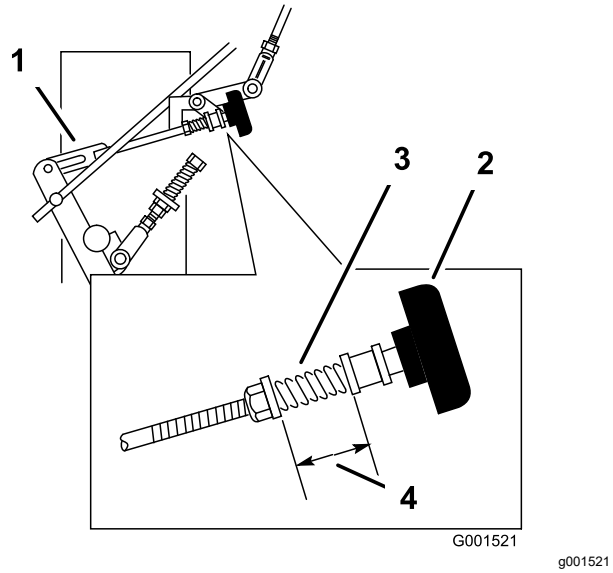

Figuur 35
3. Stel het mechanisme aan de rechterzijde af door de snelspoorknop linksom te draaien tot de band naar voren gaat draaien (Figuur 35).
rechterwiel niet langer naar voren draait (Figuur 35).
6. De veer die de spanning op de knop zet hoeft normaal niet te worden ingesteld. Als instelling wel nodig is, stel de lengte van de veer dan in op 26 mm tussen de onderlegringen (Figuur 35).
7. Stel de lengte van de veer in door de moer aan de voorkant van de veer te verdraaien (Figuur 35).